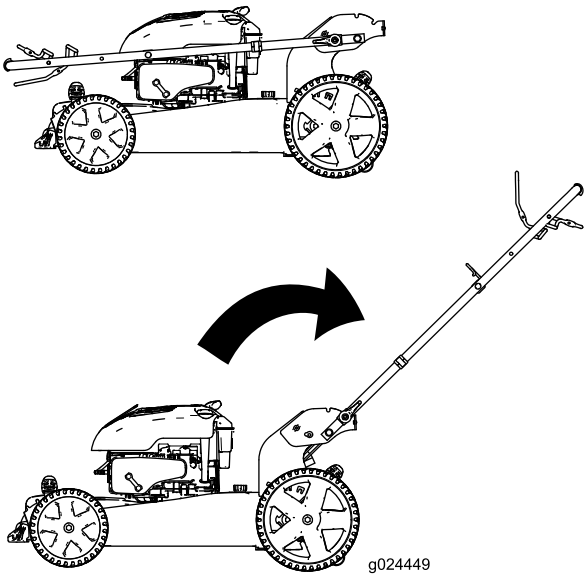

Figur 3
1. Flytta handtaget bakåt till körläget (Figur 3).